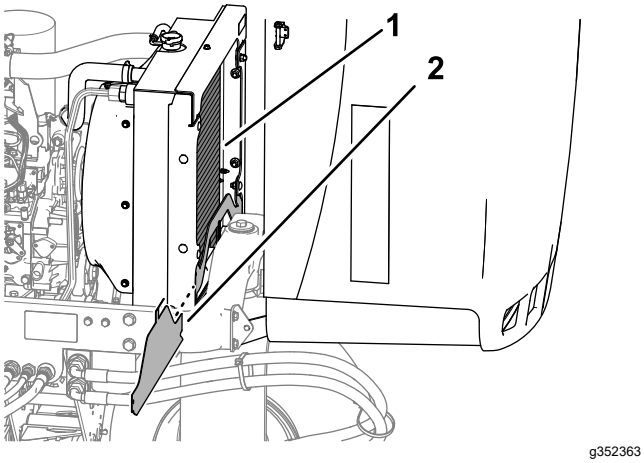

**Figur 74**
4. Ta bort det nedre kylarskyddet (Figur 74).
5. Rengör båda sidorna av kylaren noggrant med vatten eller tryckluft (Figur 74).